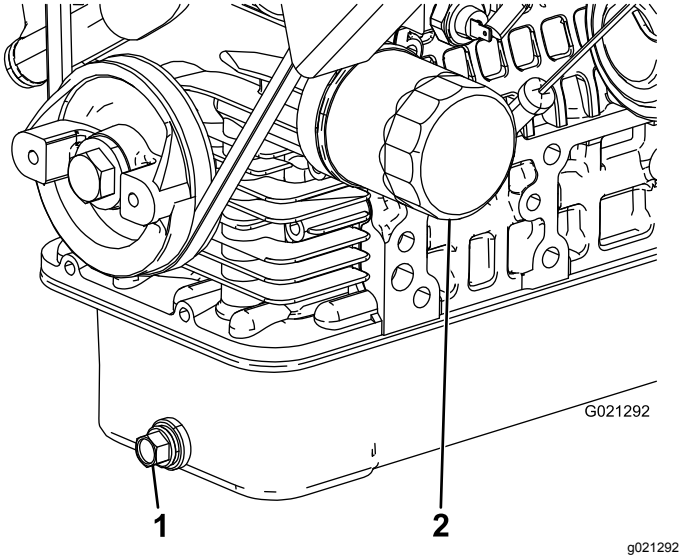

Bild 37
2. Entfernen Sie die Ablassschraube und lassen Sie das Öl in die Auffangwanne ab (Bild 37).
4. Entfernen Sie den Ölfilter (Bild 37).